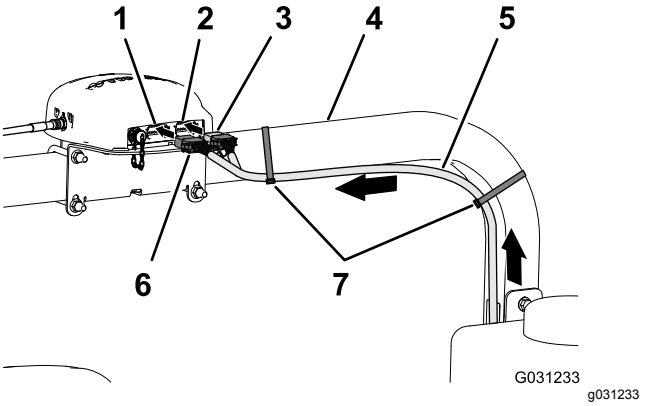

**Figur 158**
2. Før 390 cm afgreningen af dataledningsnettet langs styrtbøjlens højre rør med konnektoren med 12 sokler (grå) og konnektoren med 12 sokler (sort) op mod navigationsmodtageren (Figur 158).
7. Fastgør 390 cm afgreningen af dataledningsnettet til styrtbøjlens højre rør med 2 kabelbånd som vist i Figur 158.